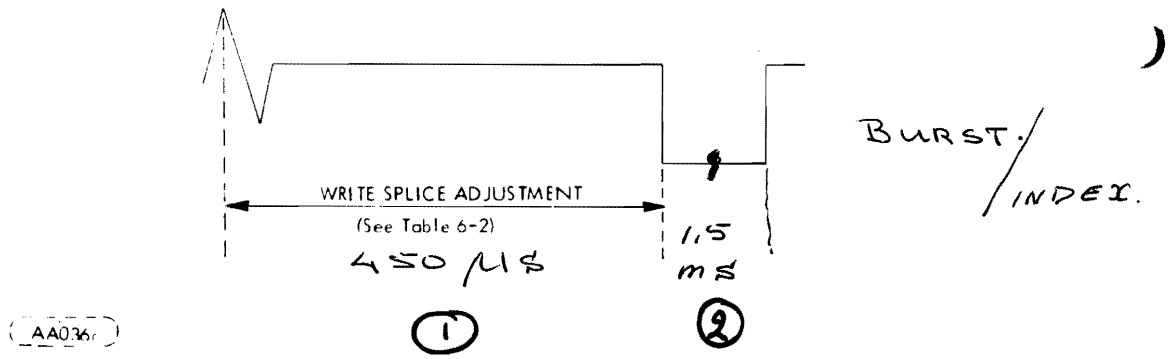

Figure 6-7. Write-Splice-Bit-to-Index Timing
e. Adjust the time from write splice bit to the leading edge of the index pulse until it measures per Table 6-2. (Refer to Figure 6-7 to adjust the write splice to index time, loosen the Allen head screw holding the phototransistor located on bottom of chassis toward the front of the unit.) Using the adjustment handle protruding through the casting, move the phototransistor until the specification is met. Tighten the Allen screw while observing the scope signal. Verify that the adjustment did not change. If the adjustment cannot be achieved, it may be necessary to adjust the LED sensor located on the top plate assembly.